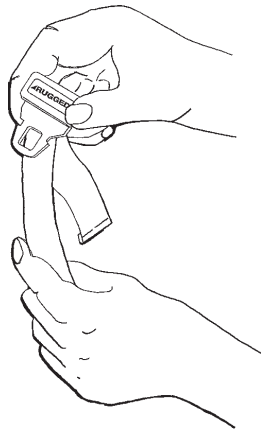

rys. 47
- **Aby zapiąć pasy**, należy wsunąć płytkę zamka do gniazda aż do momentu usłyszenia kliknięcia. Przy zapinaniu pasa unieruchamiającego klatkę piersiową należy sprawdzić, czy płytka zamka przechodzi przez oba łączniki (C) pasa unieruchamiającego ramiona (rys. 47).